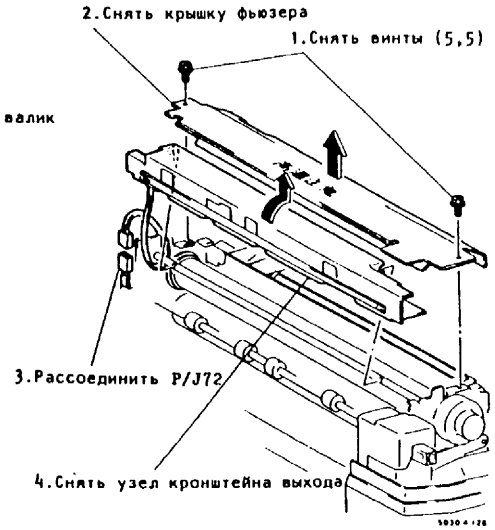

Рис.3. Снятие узла кронштейна выхода
6. (Рис.2, Рис.3): Снять узел кронштейна выхода.